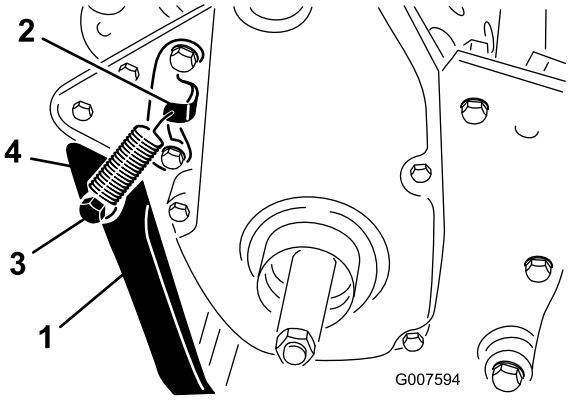

Figuur 6
2. Bevestig de veer in de opening in de veerbeugel en op de veersteun terwijl u de kick-standaard recht voor de montageopeningen in het achterframe houdt (Figuur 6).
3. Bevestig de kick-standaard aan beide zijden van het frame met een bout, borgring, afstandstuk, platte ring en borgmoer (Figuur 6) Het afstandstuk moet worden geplaatst in het montageopening van de kickstandaard.